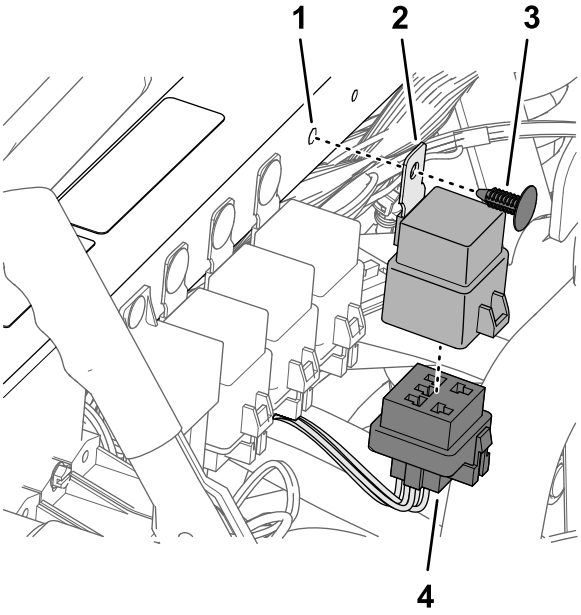

Rysunek 187
1. Podłącz złącze 5-stykowe przekaźnika do 5-stykowego złącza gniazdowego (Rysunek 187) wiązki przewodów z zestawu oznaczonego PRZEKAŹNIK WŁĄCZAJĄCY ASC 10.
2. Ustaw otwór w wypustce montażowej przekaźnika równo z otworem w rurze wspornika amortyzatora i zamocuj przekaźnik do rury za pomocą łącznika wciskanego (Rysunek 187).